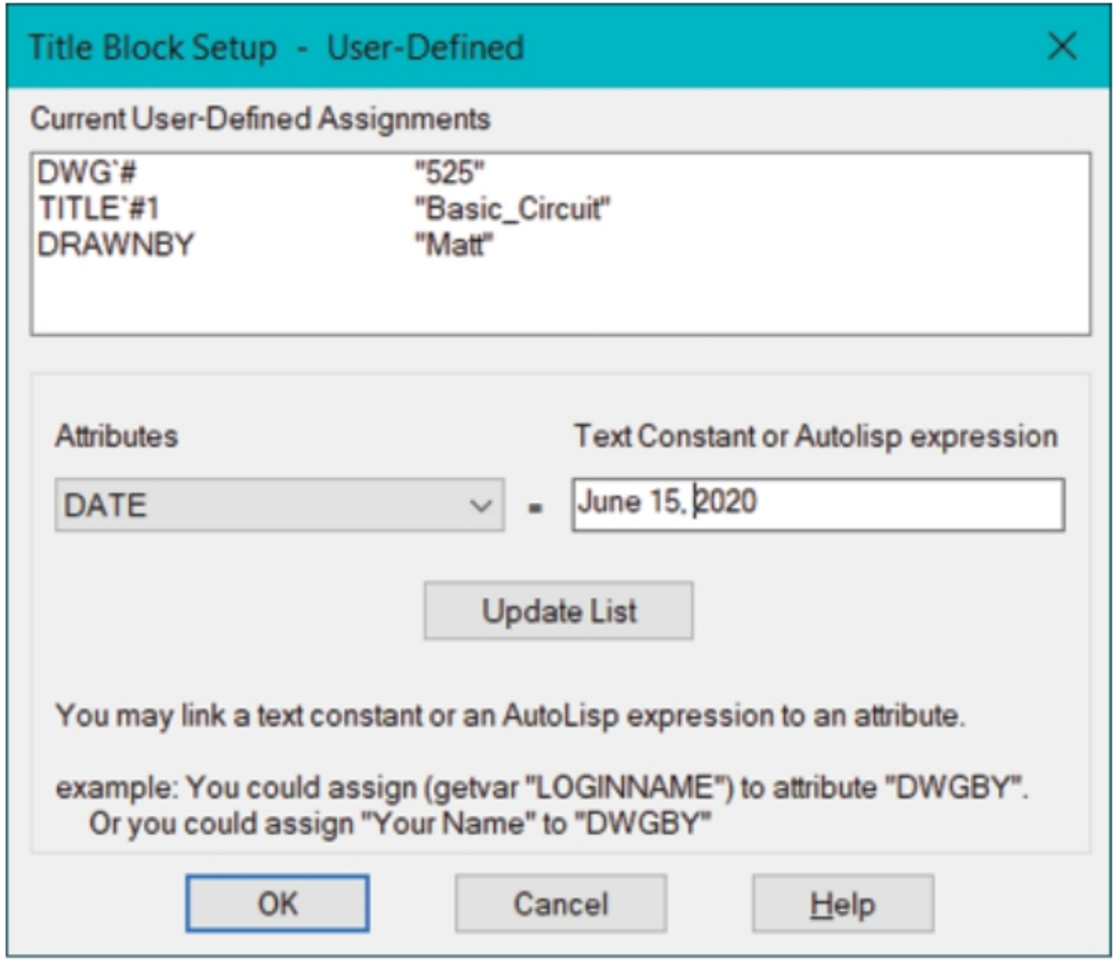

Figure-81. User defined values for attributes
- If you want to create user defined attribute values for mapping then click on the **User Defined** button at the bottom right in the dialog box. The **Title Block Setup - User Defined** dialog box will be displayed. Define desired values for attributes; refer to Figure-81 and click on the **OK** button.